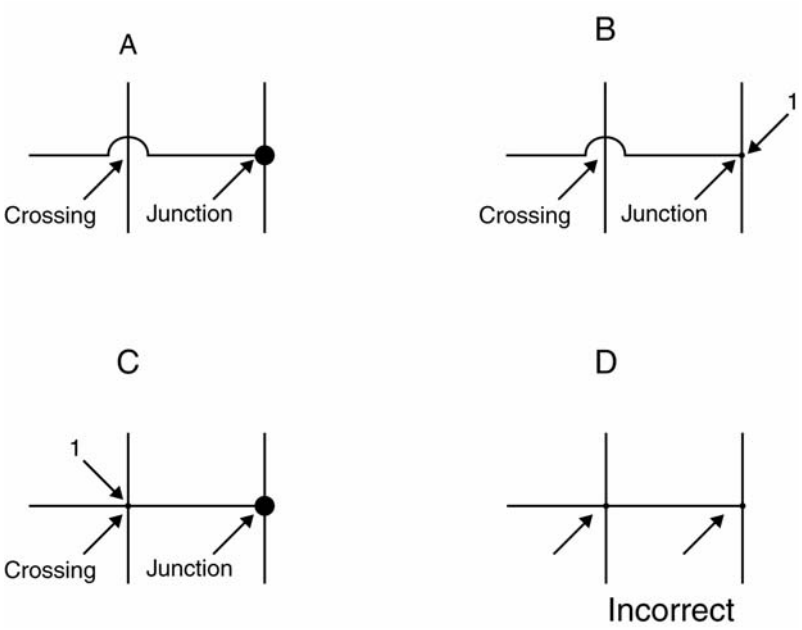

**Figure 34 - Junctions and Crossings**
The key to determining the type of line junction, seen in Figure 34 at point (1) in views “B” or “C”, will be dependent on the other technique used throughout the circuit. If a small half circular line is used to depict lines crossing, then lines joining may be drawn with or without a connecting dot, as seen in views “A” or “B”. Both methods are correct. Whichever method is chosen, it must be used consistently throughout the entire circuit. In a similar fashion when a connecting dot is used to indicate lines joining throughout the circuit, then lines crossing can be shown with the half circular line as in “A” or without it as shown in “C”. The important point to remember is that the technique chosen will be used consistently throughout the circuit.